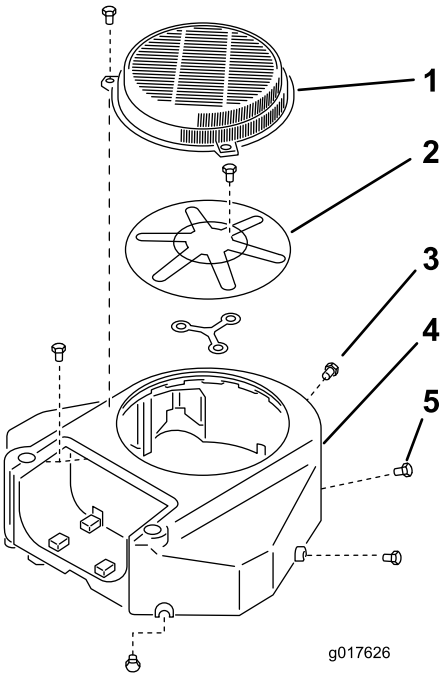

Figur 61
3. Ta bort luftintagsgallret och fläkthuset (Figur 61).
5. Montera luftintagsgallret och fläkthuset (Figur 61).